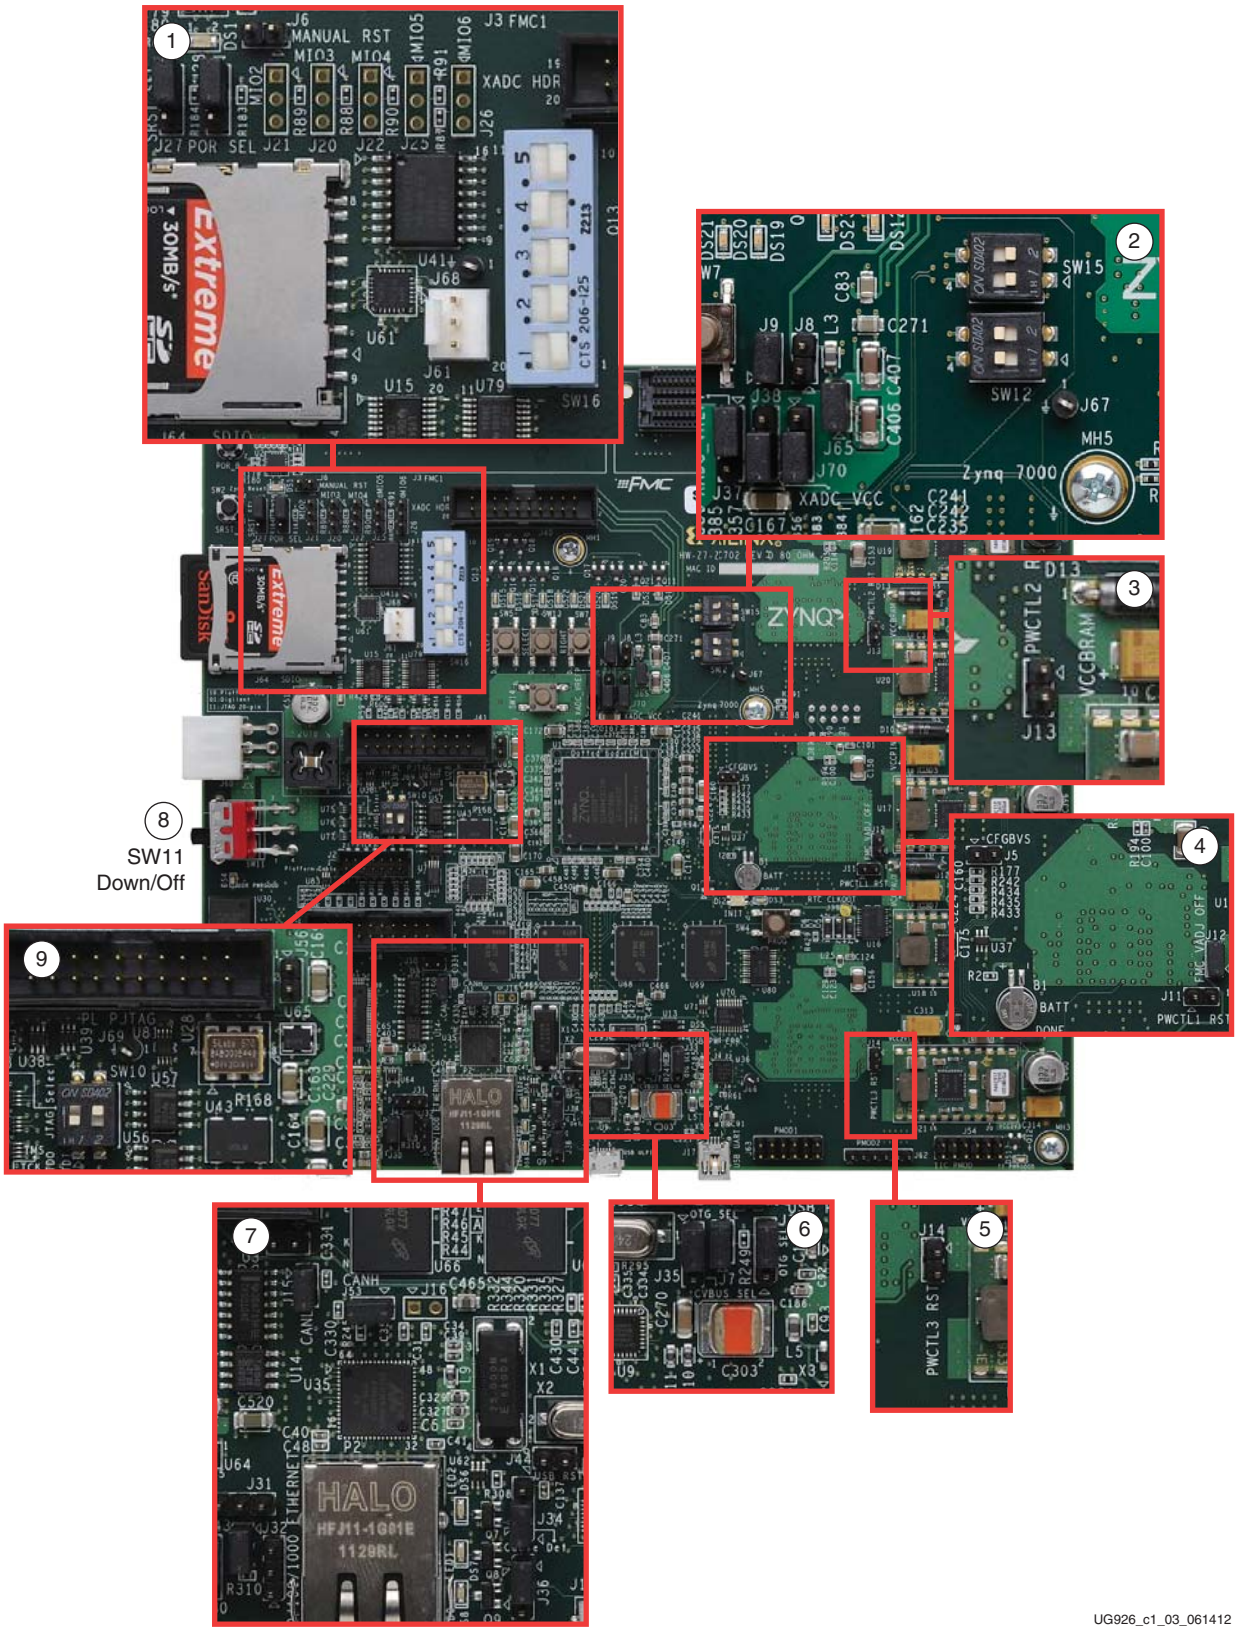
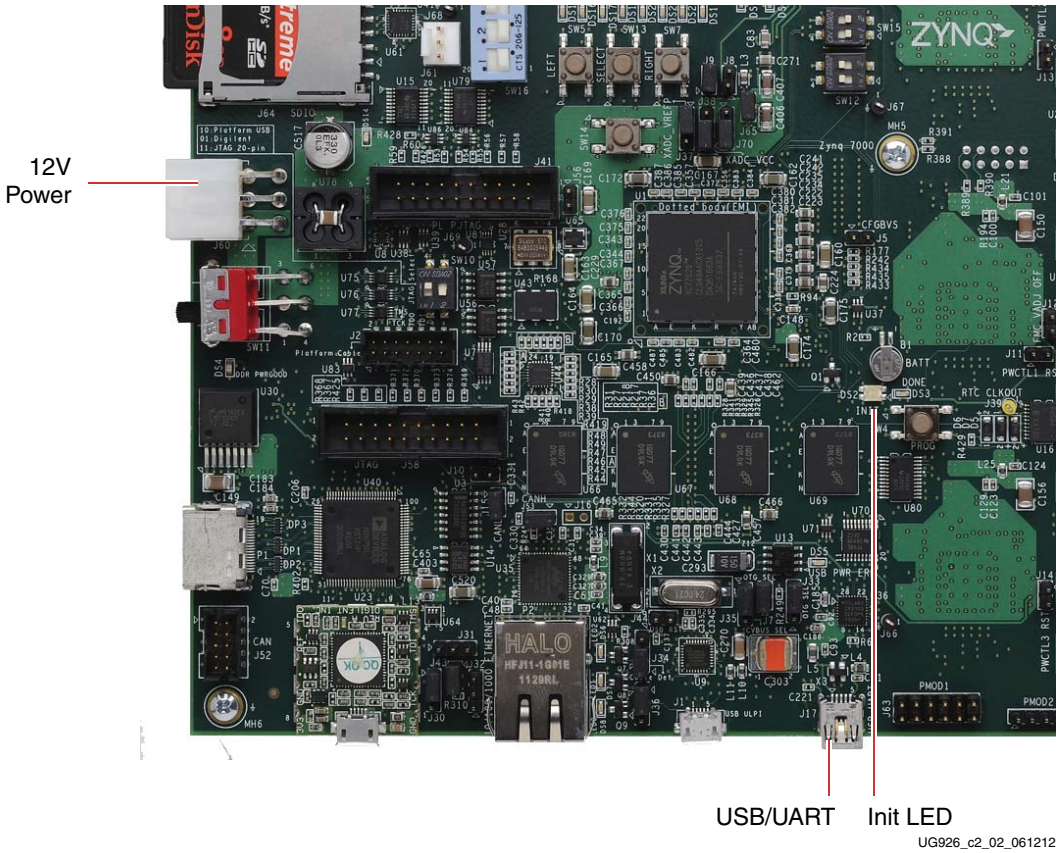

Figure 1-3: **Default Jumper and Switch Settings on the ZC702 Board**
Figure 2-2: **ZC702 with the UART and Power Cable Attached**
Default factory settings of jumpers and switches on the ZC702 board are highlighted in Figure 1-3. Default switch and jumper settings are listed in Table 1-1 and Table 1-2.
Default jumper positions are shown in Figure 1-3 and listed in Table 1-2.
The default jumper and switch settings of the ZC702 board are shown in Figure 1-3, Table 1-1, and Table 1-2.
2. With the ZC702 board switched OFF (SW11 in the down position, as shown in Figure 1-3), plug the USB Mini-B cable into the Mini USB port J17 labeled USB UART on the ZC702 board and the other end into a open USB port on your PC (see Figure 2-2).
4. Switch the ZC702 board's power to ON (SW11 switched up as shown in Figure 1-3).